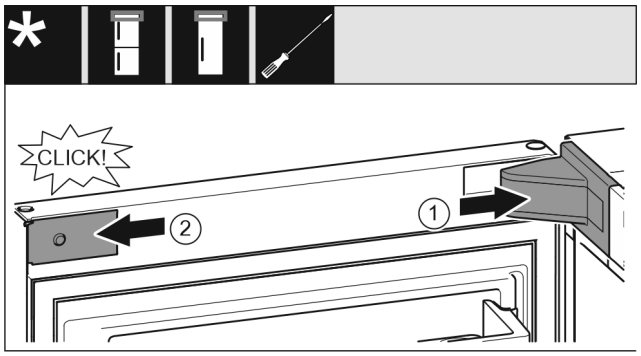

Fig. 20
▶ Position the bearing bracket and latch it in place. If necessary push it apart carefully. *Fig. 20 (1)*
▶ Position the panel on the side and latch into place. *Fig. 20 (2)*